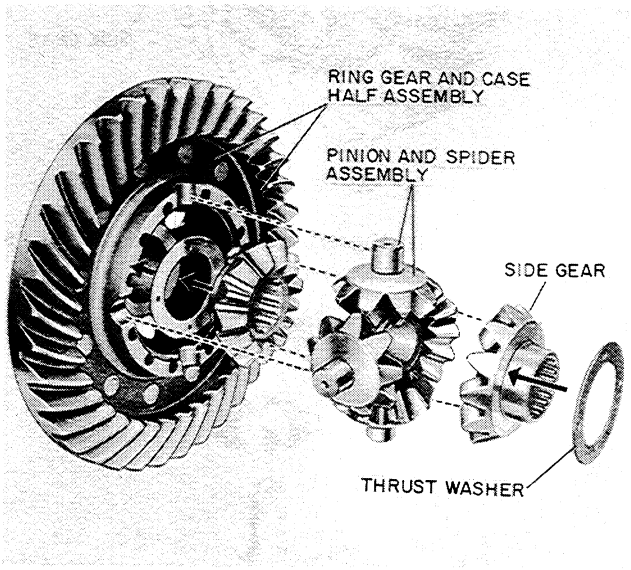

Figure T-65
6. Now place the other side gear and thrust washers onto the pinion gears in the order shown in Figure T-65.